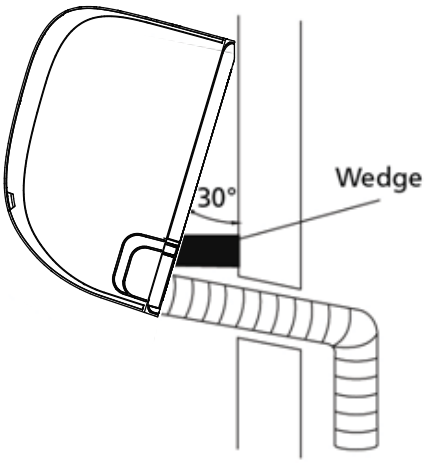

Fig. 3.11
2. Verwenden Sie eine Halterung oder einen Keil, um das Gerät abzustützen, damit Sie genug Platz haben, um die Kältemittelleitung, das Signalkabel und den Abflussschlauch anzuschließen. Abb. 3.11.